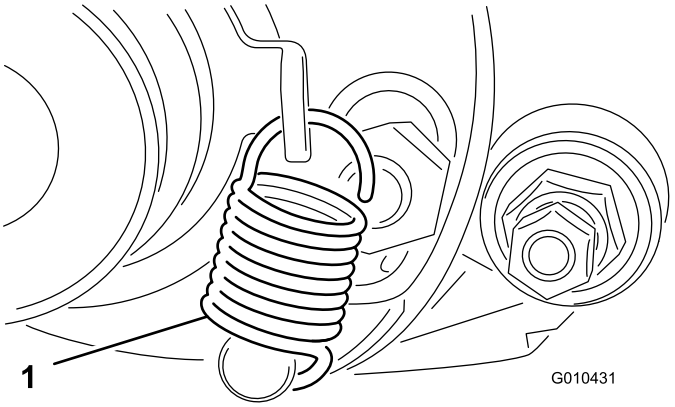

Figura 17
1. Ruotate la puleggia tendicinghia finché la molla di prolunga non possa essere agganciata nel foro della staffa della puleggia e sul prigioniero come mostrato nella Figura 17.